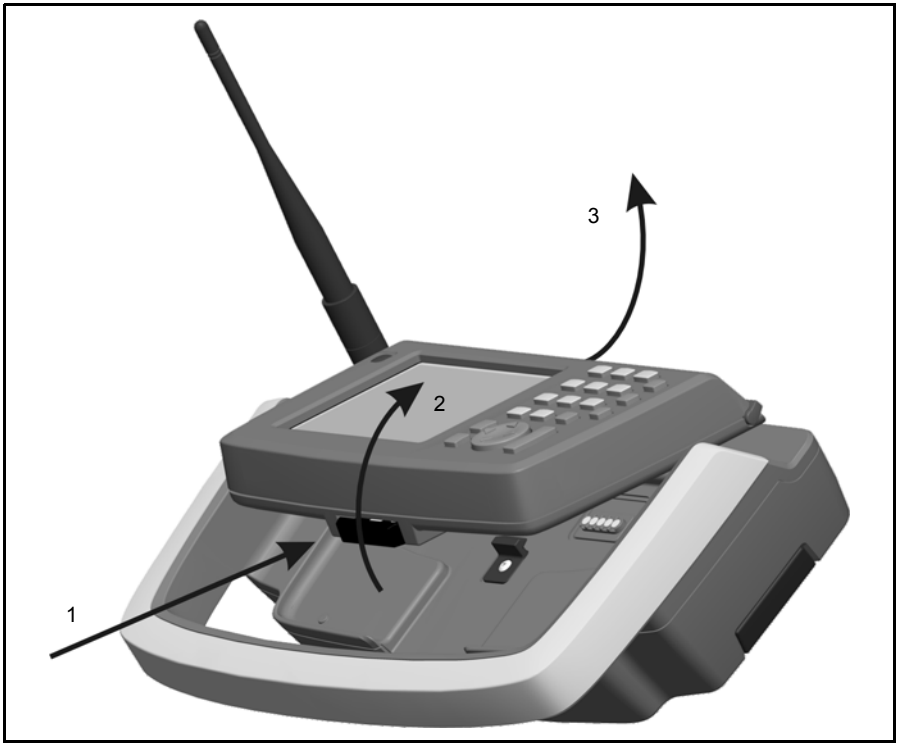

Рис. 7.74. Отсоединение контроллера Trimble CU от держателя Trimble Robotic
1. Нажмите кнопку фиксатора в нижней части контрллера Trimble CU (1) и извлеките нижнюю часть контроллера из держателя (2).
2. Снимите верхнюю часть контроллера Trimble CU с верхней кромки крепления контроллера и извлеките контроллер из держателя (3), рис. 7.74.